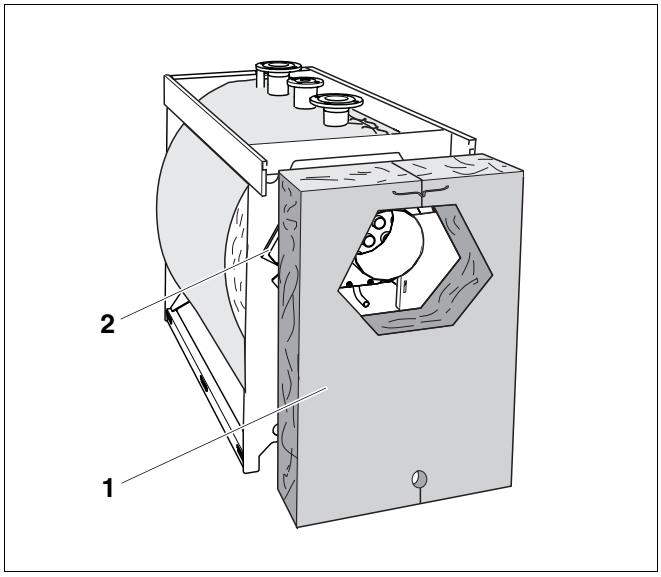

Рис. 21 Монтаж теплоизоляции задней стенки
- Установить теплоизоляцию задней стенки (рис. 21, **поз. 1**) вырезом на коллектор дымовых газов (рис. 21, **поз. 2**).